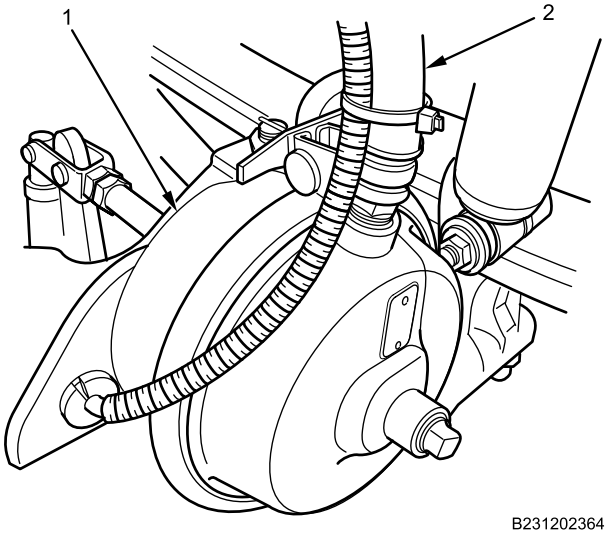

Figure 3. Front Brake Chamber.
1. Install service brake hose (Figure 3, Item 2) on brake chamber (Figure 3, Item 1).